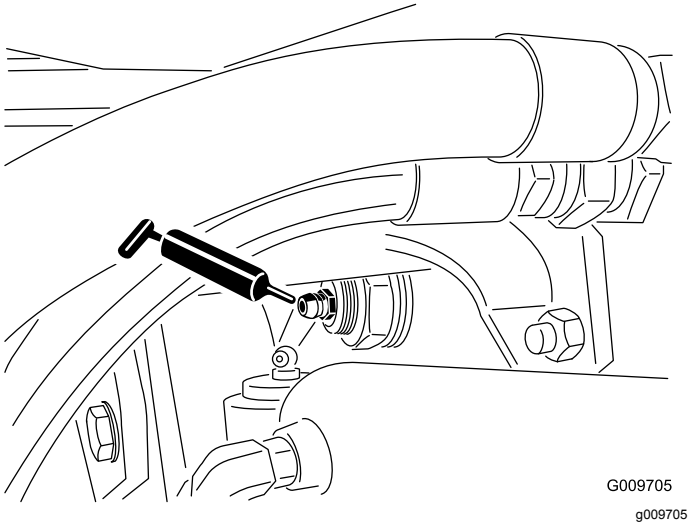

Figur 44
- Bagakslens drejebøsninger (2) (Figur 44)